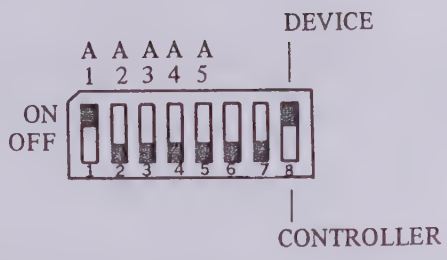

Fig. 3-2 Address switches
Figure 3-2 shows details of the address dip switches. Address bits A1 to A5 must be set appropriately, and switch 8 must be set to DEVICE (ON) when using MS560J as a talker/listener.
At the factory, MS560J is set as shown in Figure 3-2 (address is 1).